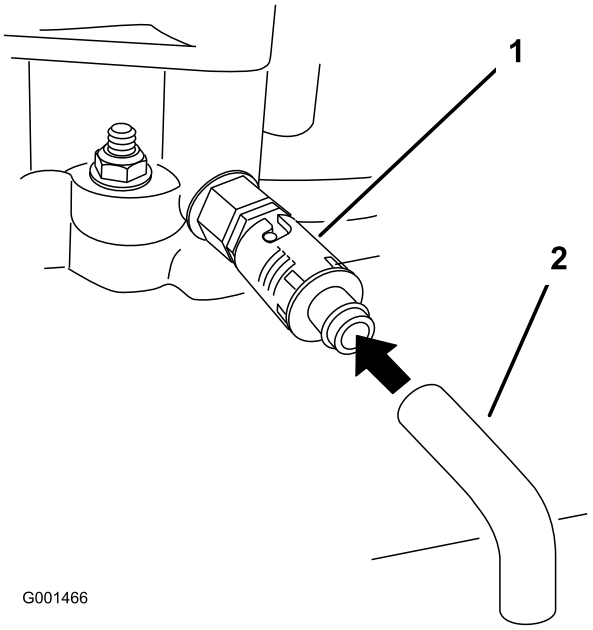

Figur 24
6. Placer en bakke under dræningsslangen. Drej oliedræningsventilen, så olien kan løbe ud (Figur 24).
8. Tag dræningsslangen af (Figur 24).